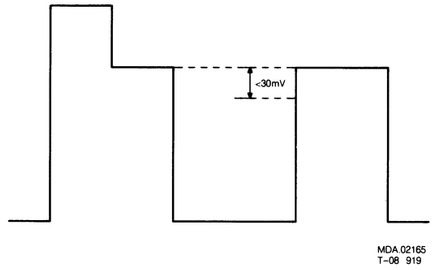

Fig.3.
- Mit 3441 den Unterschied zwischen Gelb Magenta auf 30 mV oder weniger regeln. Siehe Bild 3.